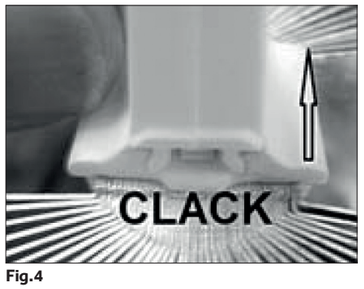

Fig.4
- Incassato: utilizzare l'adattatore di colore bianco e incastrarlo nell'apposita sede **(fig.3)** spingendolo fino a sentire il click di aggancio **(fig.4)**.
- **Recessed**: use the white adapter and slide it into the housing **(fig.3)**; keep pushing until it clicks into place **(fig.4)**.
- Eingebaut: den weißen Adapter verwenden, in den vorgesehenen Schlitz einführen **(Abb.3)** und bis zum hörbaren Einrasten ("Klick") vorschieben **(Abb.4)**.
- **Encastré**: utiliser l'adaptateur de couleur blanche et l'encastrer dans le logement prévu **(fig.3)** en le poussant jusqu'à ce que le déclic d'enclenchement retentisse **(fig.4)**
- **De empotrar**: usar el adaptador blanco e insertarlo en el correspondiente alojamiento **(fig.3)** empujándolo hasta que se oye el clic de enganche **(fig.4)**
- **Встроенный**: используйте адаптер бе- лого цвета и вставьте его в соответству- ющее гнездо **(рис. 3)**, протолкнув его, чтобы услышать щелчок зацепления **(рис. 4)**